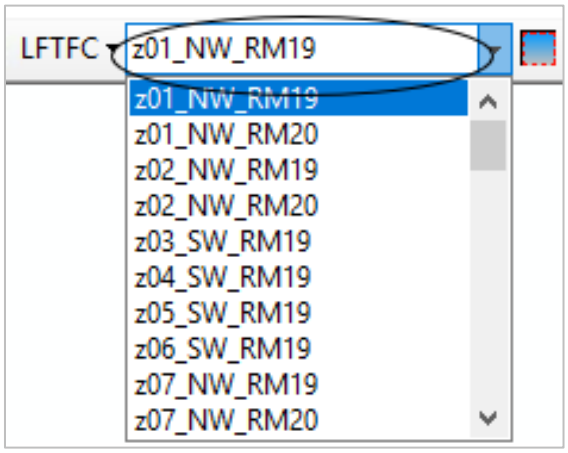

Figure 7-3. *LFTFC's Management Unit selection drop- down menu.*
The second down-arrow on the toolbar is the Management Unit (MU) selection drop-down menu, which allows the user to select a MU once the project is set up (Figure 7-3). MUs can be as large as a LF map zone or as small as an initial fire incident that a user would like to calibrate and analyze.